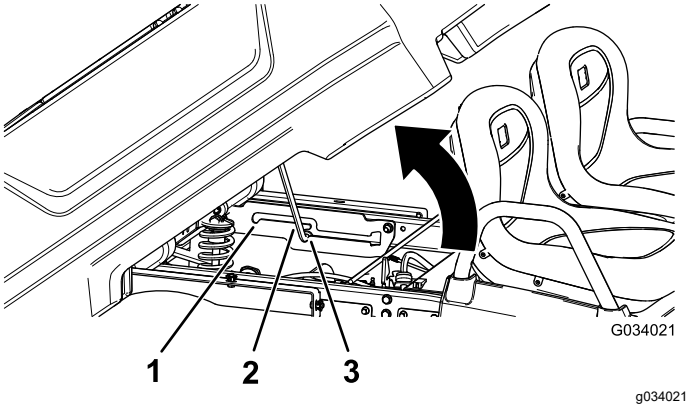

Figur 16
2. Træk støttepinden ind i aflæsningspositionens forsænkede åbning for derved at fastgøre ladet til aflæsning (Figur 16).
2. Træk støttepinden ind i servicepositionens forsænkede åbning for derved at fastgøre ladet til vedligeholdelse (Figur 16).
2. Træk støttepinden ud af den forsænkede åbning (Figur 16).